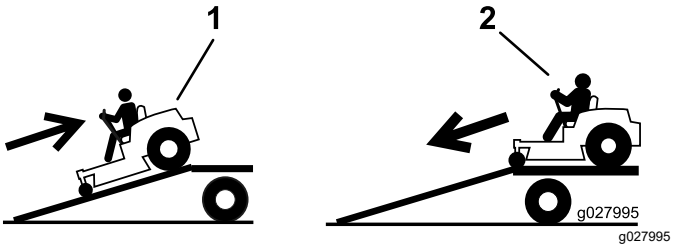

Figuur 32
4. Rij de machine achteruit op de oprijplaat (Figuur 32).
2. Rij de machine vooruit de oprijplaat af (Figuur 32).